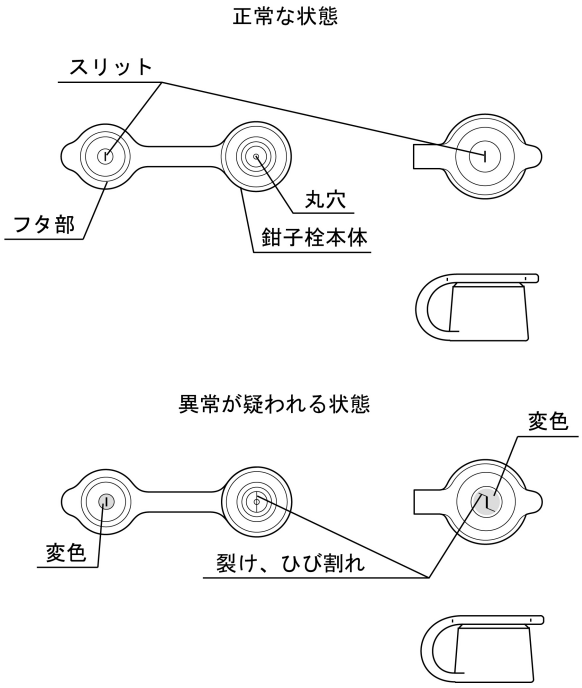

図 2
10.鉗子栓のフタ部のスリットまたは鉗子栓本体の丸穴に裂け、ひび割れ、変形、変色などの異常がないことを目視で確認すること（図 2 参照）。